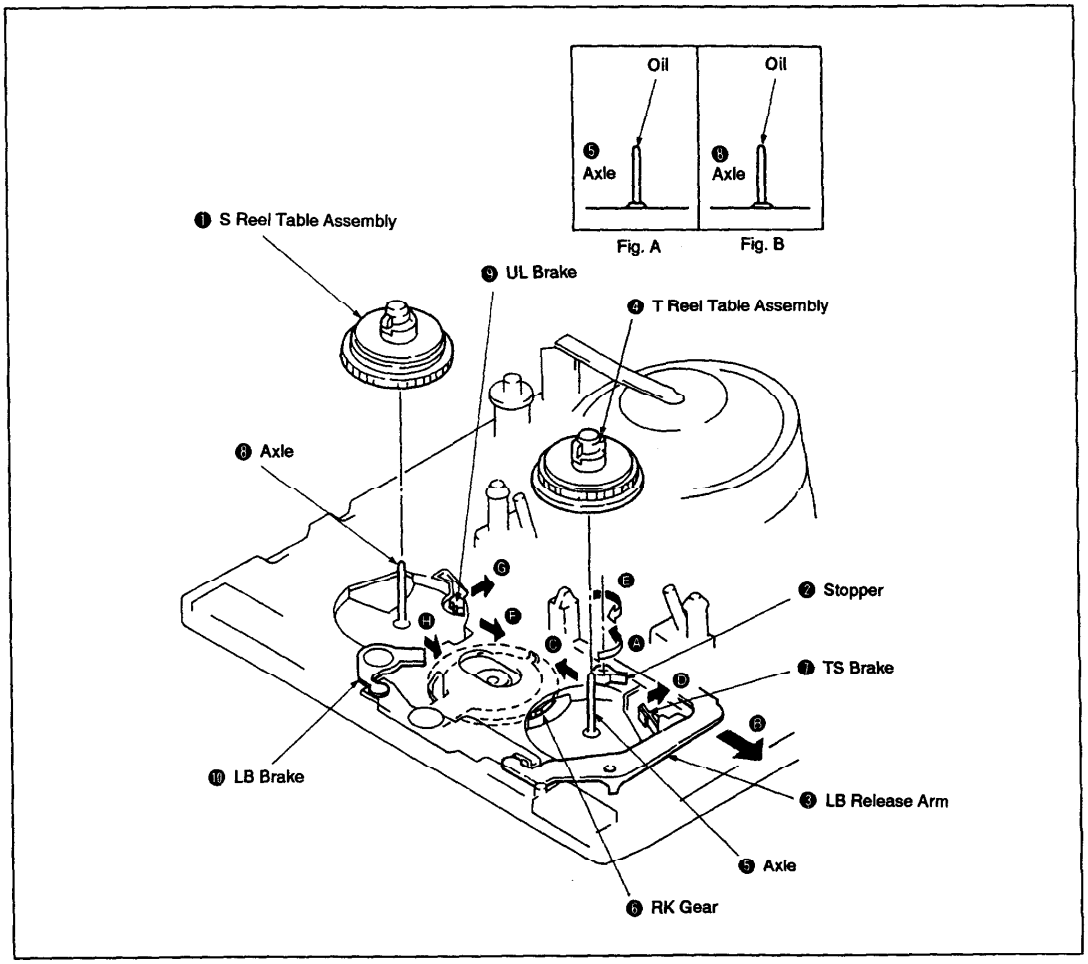

Fig. 3-11.
1. Removal (See Fig. 3-11.)
2. Installation (See Fig. 3-11.)